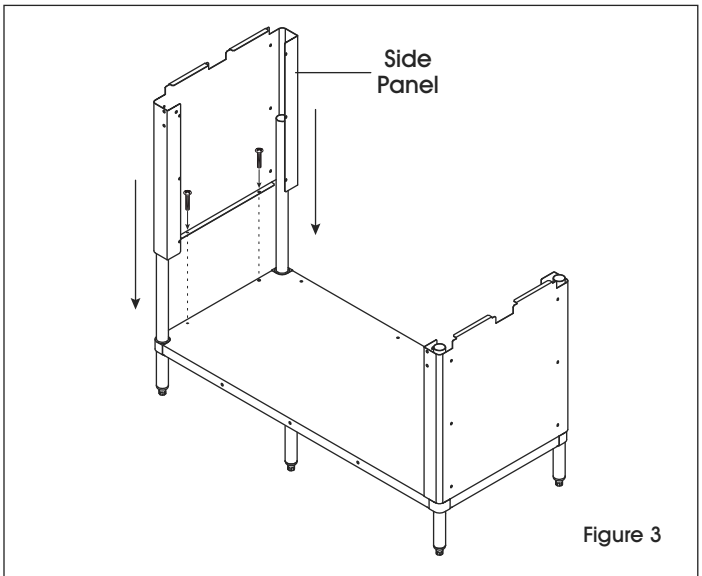

Figure 3
4. Stand table upright and place side panels over legs with long lip facing down. Secure to bottom shelf with two large Phillips head bolts per side panel. (See Figure 3)